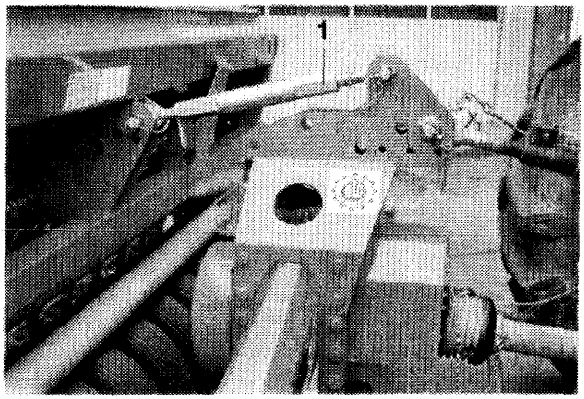

Fig. 23
- Drillmaschine und Bodenbearbeitungsmaschine mit dem Oberlenker (Fig. 23/1) verbinden und die Befestigungsbolzen mit Klappsteckern sichern.